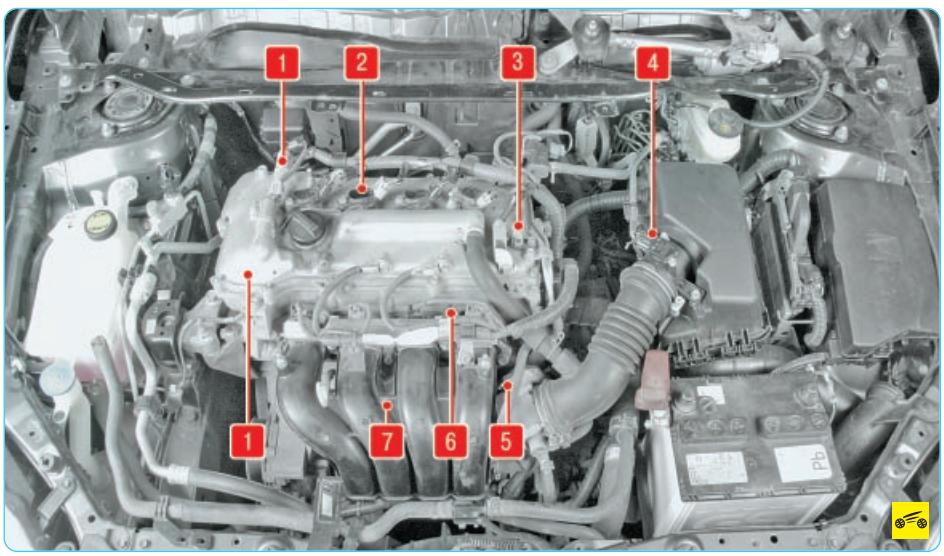

Рис. 3.1. Узлы в подкапотном пространстве, неисправность которых влияет на динамику автомобиля
1. Неисправность двигателя – снижение компрессии в одном или нескольких цилиндрах, подсос дополнительного воздуха во впускную трубу 7 (рис. 3.1). Закоксовывание системы выпуска или повреждение каталитического нейтрализатора отработавших газов (см. «Система выпуска отработавших газов», с. 90).